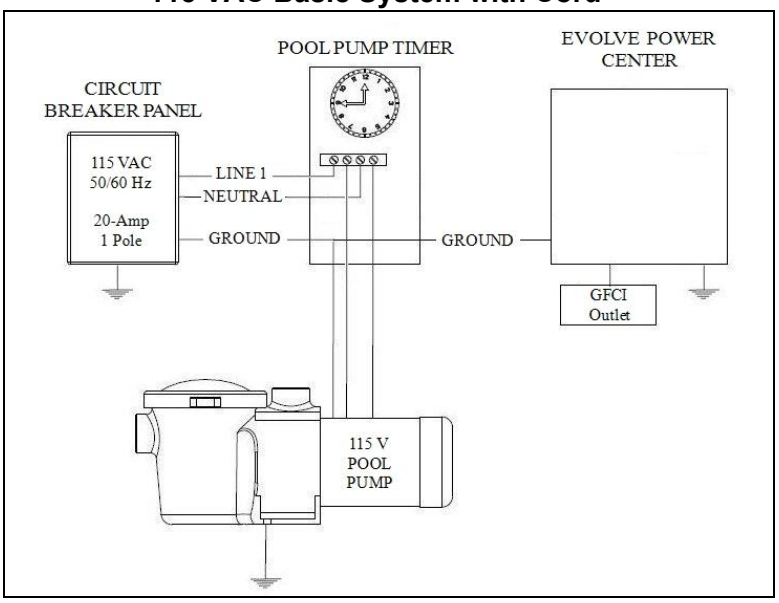

Figure 14
- See **Figure 14** for basic wiring to equipment.